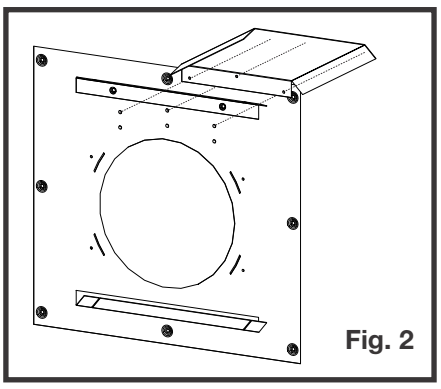

Fig. 2
2. Install firestop vent shield below the top firestop standoff (Figure 2).